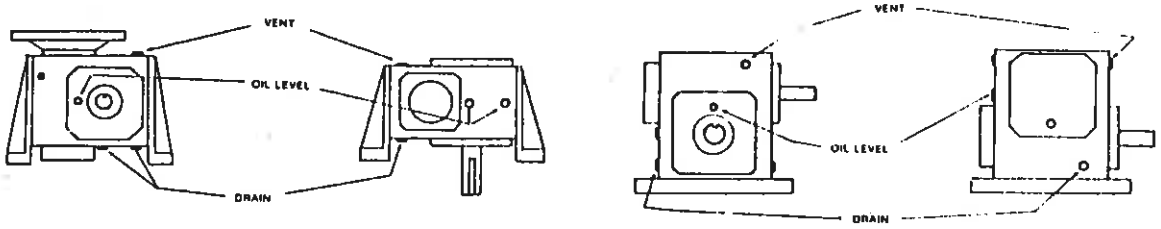

Figure 8 Standard Oil Levels
C. Fill reducer with the recommended oil to proper level. See Fig. 8 for standard oil levels. (Type of oil recommended — see nameplate).